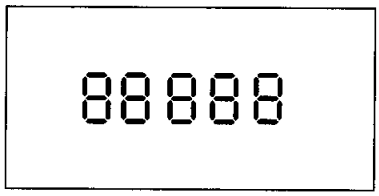

**FIGURA 4-1 PANTALLA DE VERSIÓN DEL SOFTWARE**
1. Enchufe el dispositivo en una fuente de alimentación de corriente alterna. Los botones de calefactor, rampa e inicio/parada se encienden y aparece momentáneamente la pantalla de la versión de software que se muestra en la Figura 4-1.